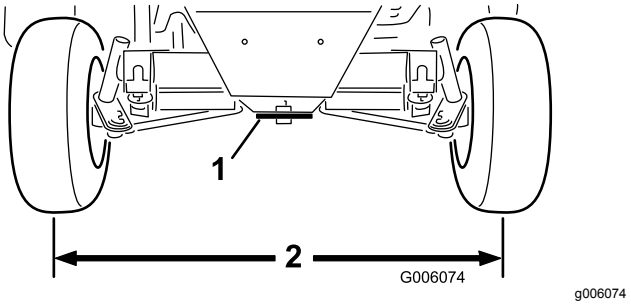

Figur 62
2. Juster begge styreforbindelsesstænger, indtil afstanden fra midten til midten foran og bag baghjulene er den samme (Figur 62).